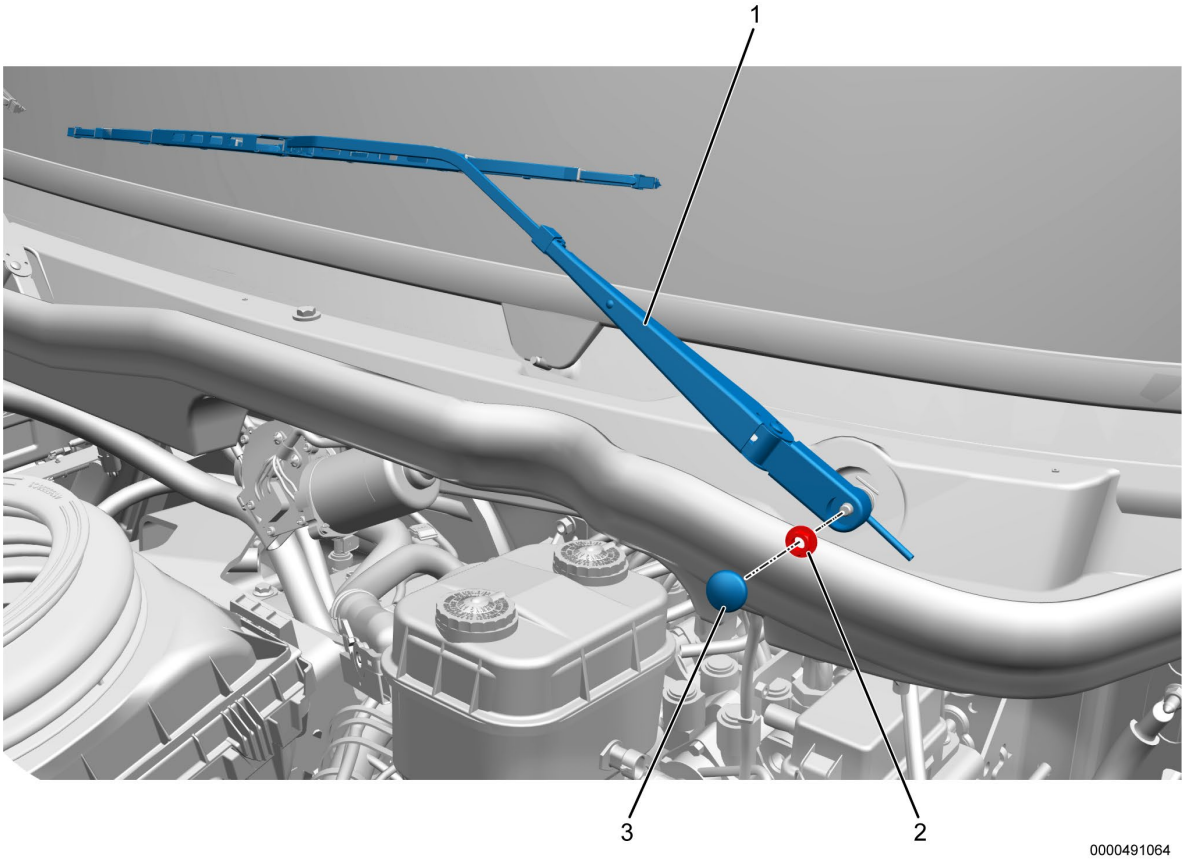

Figure 2. Windshield Wiper Arm
8. Remove cap (Figure 2, Item 3) from windshield wiper arm (Figure 2, Item 1) and save for reuse.
9. Remove M10 nut (Figure 2, Item 2) and save for reuse. Remove wiper arm (Figure 2, Item 1) and save for reuse.
23. Position wiper arm (Figure 2, Item 1) on motor pivot shaft.
24. Install M10 nut (Figure 2, Item 2). Using torque wrench, tighten M10 nut to 11−12.5 lb-ft (15−17 N·m).
25. Install cap (Figure 2, Item 3).